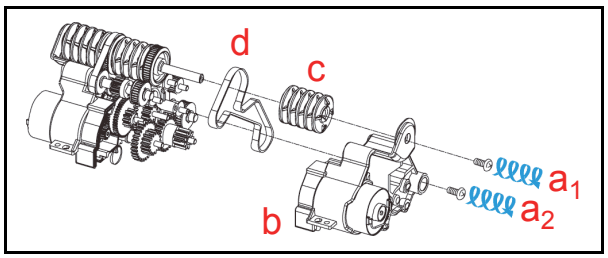

Figure 4-20 Timing Belt Removal
1. Remove the two (2) mounting Screws (See Figure 4-20 a_1 & a_2) and remove Drive Mod FR "A" (See Figure 4-20 b) from the Motor Module Assembly.
2. Remove the Belt Reel (See Figure 4-20 c) and the Timing Belt (See Figure 4-20 d) from the Motor Module Assembly.